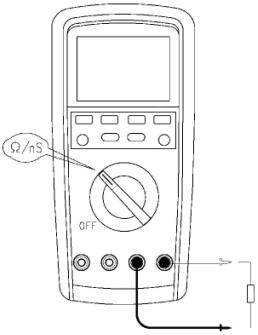

Рис. 3 Измерение сопротивления и проводимости
7.2 Измерение сопротивления и проводимости (см. рис. 3)